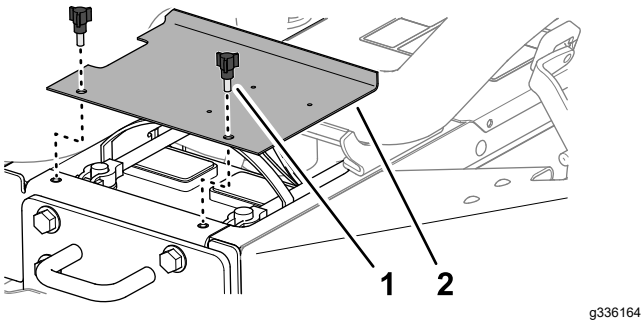

Figur 4
1. Fjern de to knottene som fester batteridekselet til maskinen, og fjern dekselet (Figur 4).